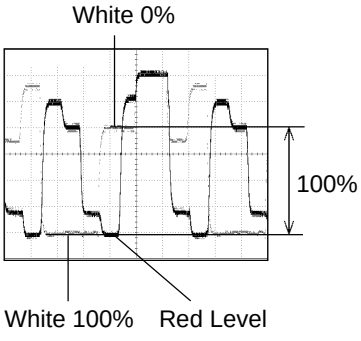

Fig. 2-4
6. Press the RIGHT/LEFT button on the remote control until the red color level is adjusted to 110 ± 5% of the white level. **(Refer to Fig. 2-4)**
12. Press the RIGHT/LEFT button on the remote control until the red color level is adjusted to 110 ± 5% of the white level. **(Refer to Fig. 2-4)**